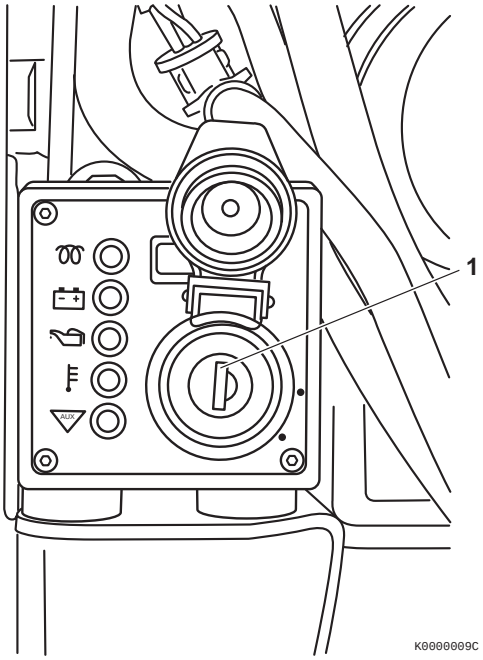
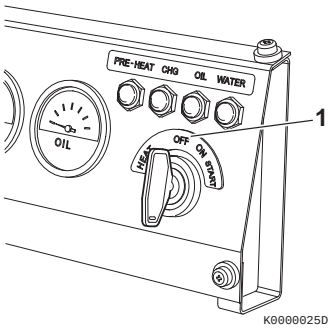

Figure 7
Figure 8
4. Turn the key to the OFF position **(Figure 7, (1))** or **(Figure 8, (1))** and remove it from the key switch.